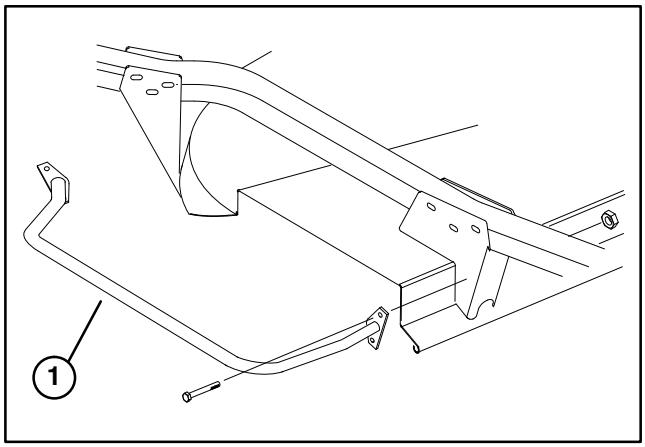

Figure 23
2. Secure top mounting hole of front mounting plate of bumper to castor arm bracket with a 5/16 −18 x 3" lg. capscrew and locknut (Fig. 23).
3. Using both mounting plates of bumper as templates, locate, mark and drill (3) additional11/32" dia. holes thru both walls of front and rear castor arm brackets.